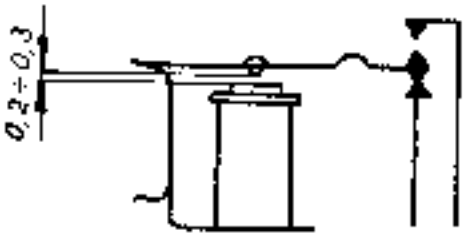

Fig. 78.
1. With a tightly made bottom and centre contact, the gap between the core and the contact rivet should be 0.2 to 0.3 mm (Fig. 78).